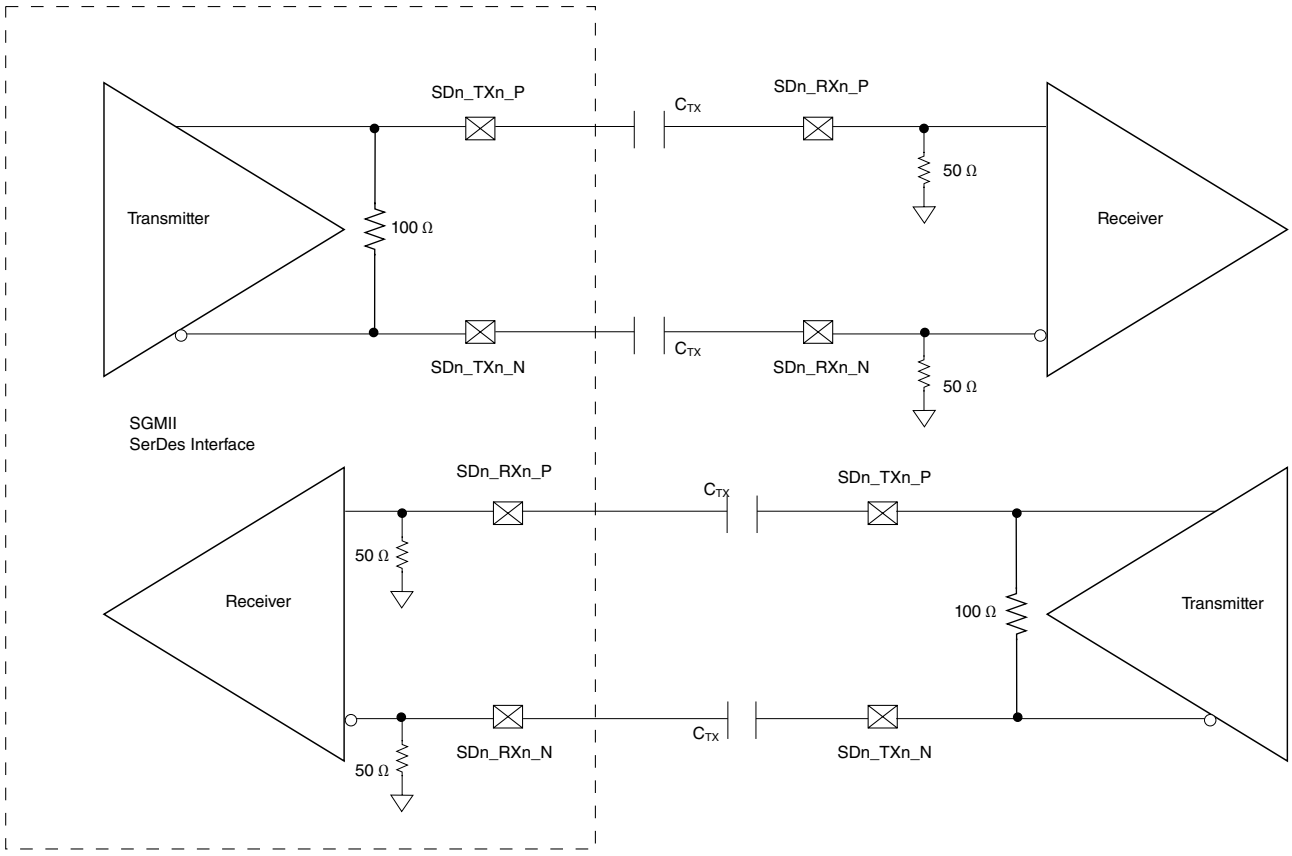

Figure 47. 4-wire AC-coupled SGMII serial link connection example
Each SGMII port features a 4-wire AC-coupled serial link from the SerDes interface of the chip, as shown in Figure 47. on page 150, where C_{TX} is the external (on board) AC-coupled capacitor. Each SerDes transmitter differential pair features 100-Ω output impedance. Each input of the SerDes receiver differential pair features 50-Ω on-die termination to XGND*n*. The reference circuit of the SerDes transmitter and receiver is shown in Figure 44. on page 132.
12. See Figure 47. on page 150.